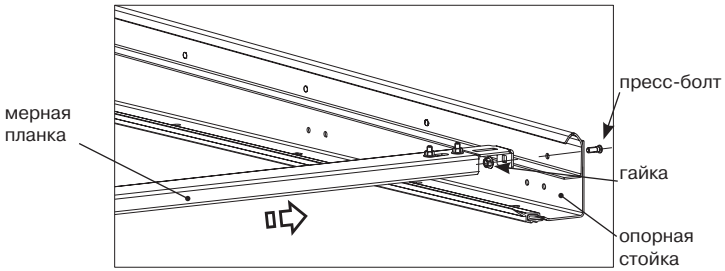

*Рис. 7.6.* Установка мерной планки
- Закрепить мерную планку к опорным стойкам (рис.7.6), для чего выполнить следующие операции: